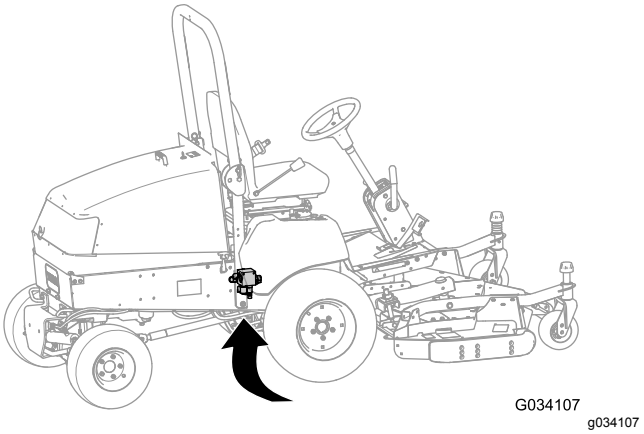

Figur 12
2. Finn løftemanifolden fra under maskinen, på innsiden av høyre rammekanal, bak forakselen (Figur 12).